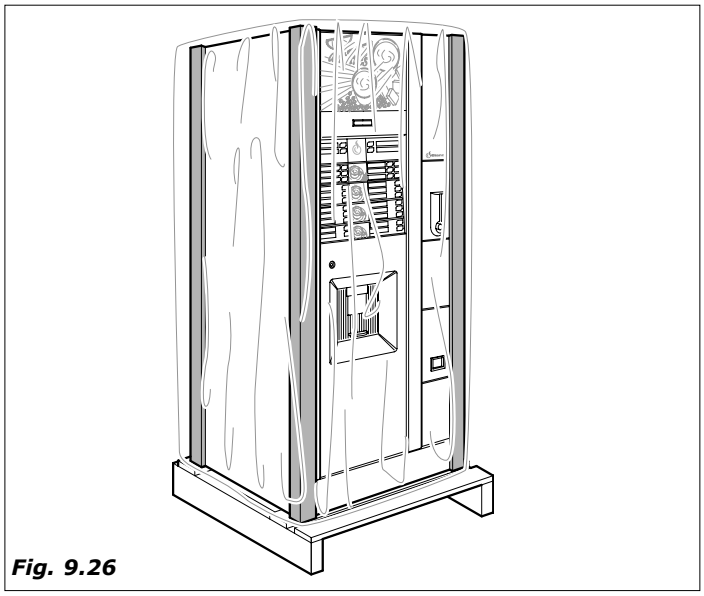

Fig. 9.26
– proteger o externo com um filme ou saco de celofane *(Fig.9.26)*